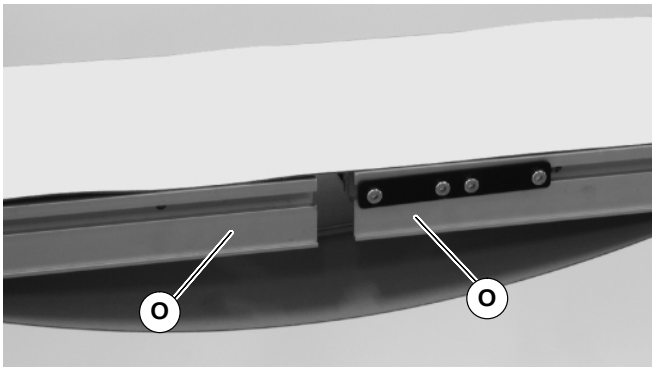

Abbildung 6
3. Den Fördergurt herausrollen und die Rahmensegmente des Bandes (O siehe Abbildung 6) in die Bandschlaufe platzieren.